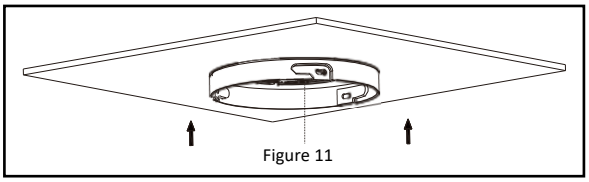

Figure 11
1. Attach the ceiling plate to the junction box. ***See Figure 11.***